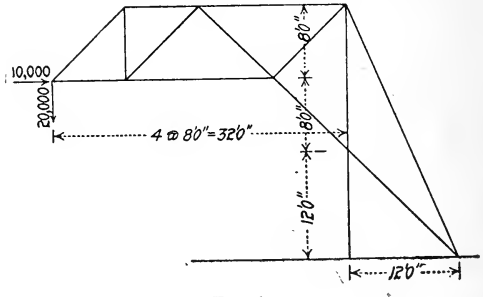

Fig. 6.
2. Find stresses in frame (Fig. 6) analytically.